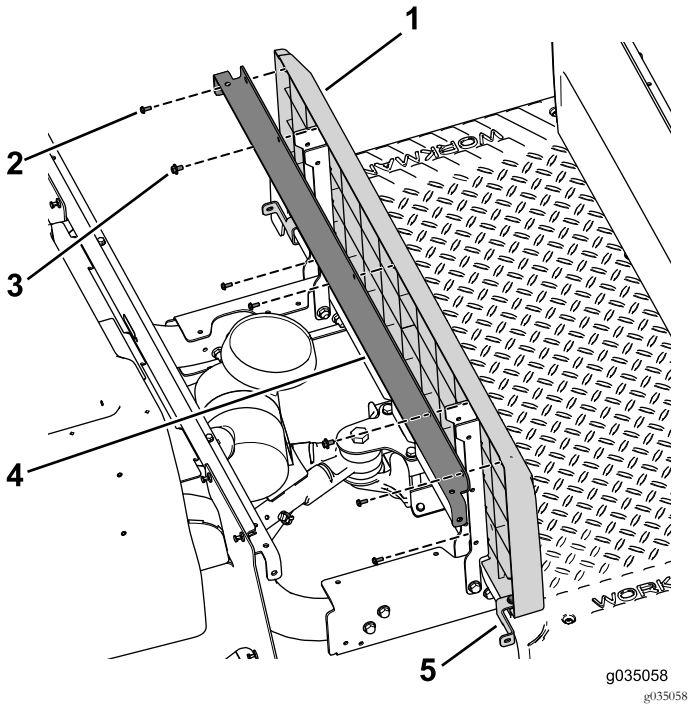

Figura 42
7. Utilizzate i 2 bulloni con i gruppi delle rondelle (¼" x ½") per fissare la staffa di supporto e il pannello della base del sedile al supporto del sedile sinistro e destro (Figura 42).
8. Utilizzate i 2 bulloni (¼" x 2"), la rondella e il dado di bloccaggio per fissare la staffa del pannello di sinistra e destra alla macchina (Figura 42).